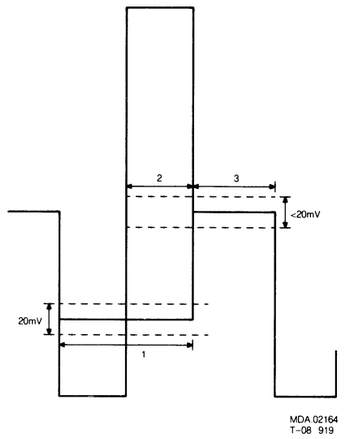

Fig.2.
- Mit 5417 Welligkeitsspannung 1 auf weniger als 20 mVss regeln; siehe Bild 2.
- Mit 3418 Welligkeitsspannung 2 auf weniger als 20 mVss regeln; siehe Bild 2.
- Mit 2431 Welligkeitsspannung 3 auf weniger als 20 nVss regeln; siehe Bild 2.